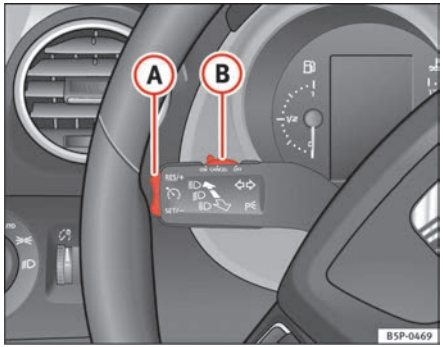

Fig. 149 Indicator and main beam headlight lever: switch and rocker switch for the cruise control
– Press the lower part **SET/-** of the rocker switch ⇒ fig. 149 (A) once briefly when you have reached the speed you wish to set.